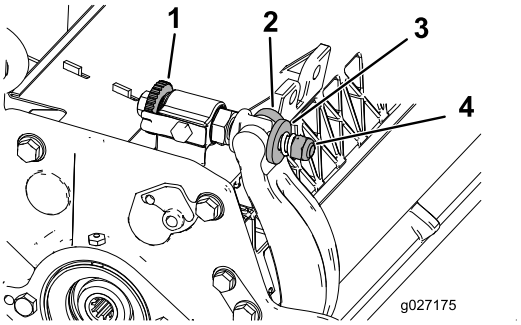

Figuur 24
1. Draai de stelschroeven van de snijbalk linksom om de snijbalk weg te trekken van de messenkooi (Figuur 24).
2. Draai de veerspanningsmoer uit totdat de ring niet meer tegen de snijbalk is geklemd (Figuur 24).